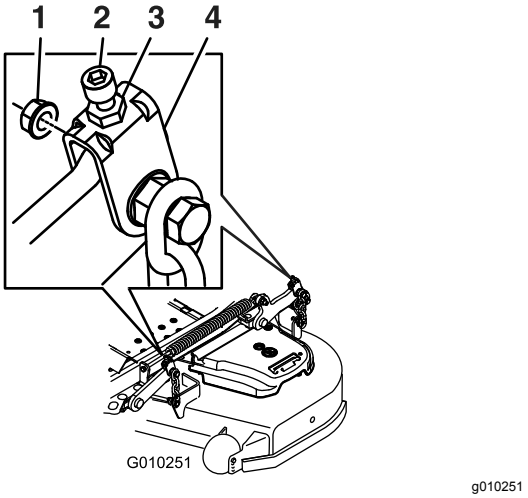

Figuur 98
11. Voor maaidekken afgebeeld in Figuur 98, kunt u de stelmoer op de hefinrichting van het voorste maaidek draaien om deze nog nauwkeuriger in te stellen (Figuur 98).
17. Regel de stelschroef fijn af om een hoogte te verkrijgen van 8,3 mm (zie Figuur 98).